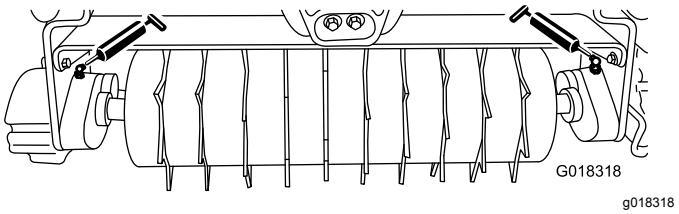

Figura 6
Lubrique los 2 engrasadores (Figura 6) de cada aireador cada 15 horas de uso, usando grasa de litio de propósito general nº 2. Para obtener los mejores resultados, utilice una pistola de engrasar manual.
2. Aplique grasa a los cojinetes del eje del aireador hasta que note presión (Figura 6).